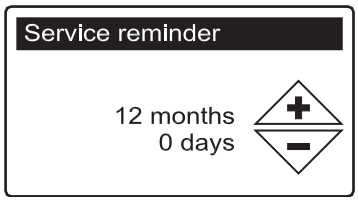

FIG. 73
7. Press the SELECT (○) button to display the Service reminder screen (See Figure 73).